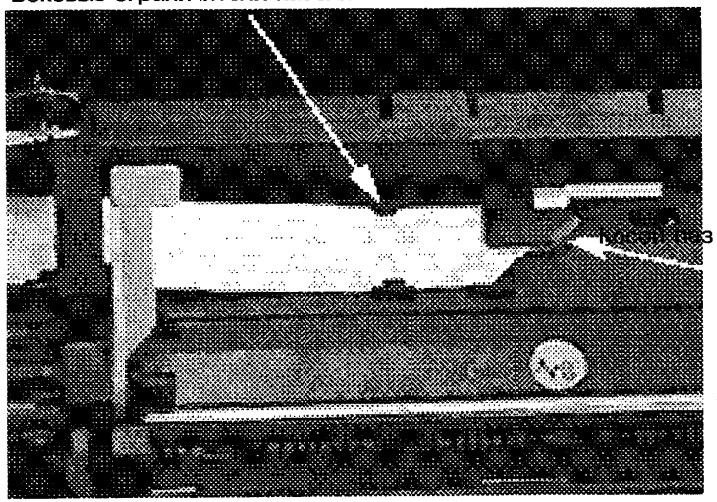

Рис. 4-19 **Прокладка кабеля каретки.**
10. Освободите кабель из-под боковых ограничителей (рис. 4-19).
2. Осторожно заведите кабель в косой паз, чтобы кабель встал так, как показано на рис. 4-19.
3. Потяните за кабель вниз через прорезь в принтере до тех пор, пока косой паз не встанет в положение, показанное на рис. 4-19.